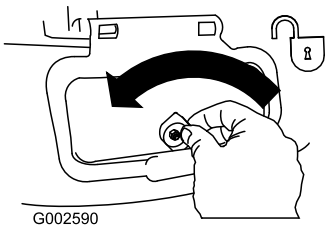

Figur 29
1. Lås sideudblæsningspladen op (Figur 29).